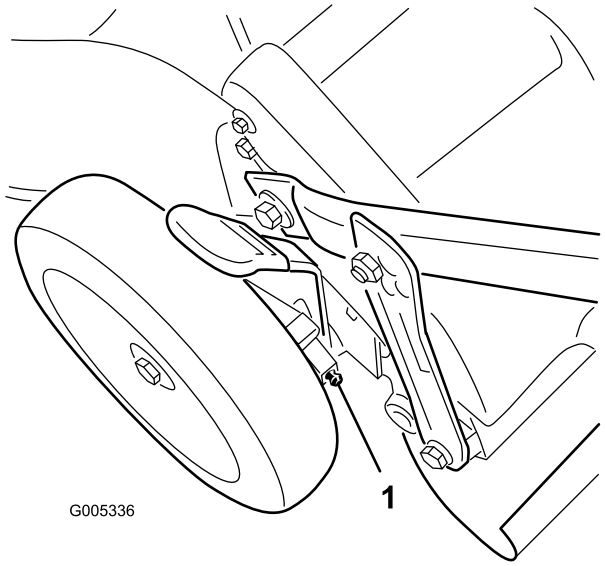

Bild 25
1. Wischen Sie die Schmiernippel innen an den Hinterrädern mit einem sauberen Lappen ab (Bild 25).